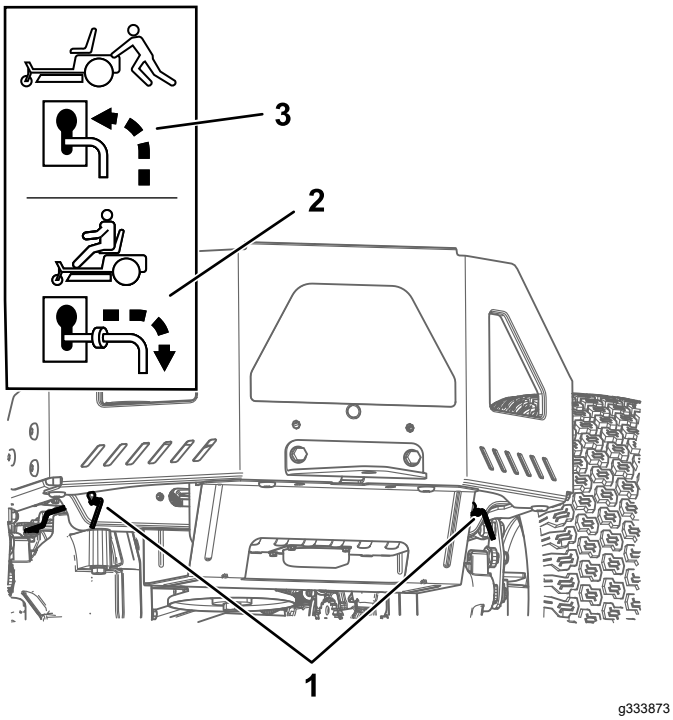

Figur 31
4. För båda förbikopplingsspakarna framåt genom det avlånga hålet och nedåt för att låsa dem på plats (Figur 31).